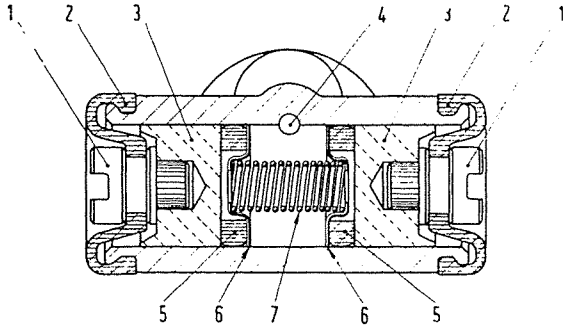

Abb. 290 - Schnitt durch einen Radbremszylinder.
Sämtliche Radbremszylinder (Abb. 290) haben einen gleichen Innendurchmesser von 3/4"; sie unterscheiden sich nur dadurch, dass sie vorne durch Schläuche und hinten durch Rohre an die Anlage angeschlossen sind.
Gleich wie beim Hauptbremszylinder ist die Abdichtung durch zwei Gummiringe (5, Abb. 290) gesichert, die sich unter dem Druck der Bremsflüssigkeit elastisch verformen. Diese Dichtringe werden gegen die Kolben durch je einen Teller (6) der Druckfeder (7) gedrückt; die Bremskraftübertragung von den Kolben (3) auf die Bremsbacken erfolgt durch die Druckstifte (1).
bis zu den Radbremszylindern fort (Abb. 290), die je zwei Kolben (3) besitzen, von denen jeder über einen Druckstift auf eine Bremsbacke wirkt.
Radbremszylinder vom Bremsträger, und dann Gummischutzkappen (2, Abb. 290) abnehmen. Die Kolben mit den Druckstiften und die Dichtringe werden von der sich entspannenden Druckfeder nach aussen gedrückt.